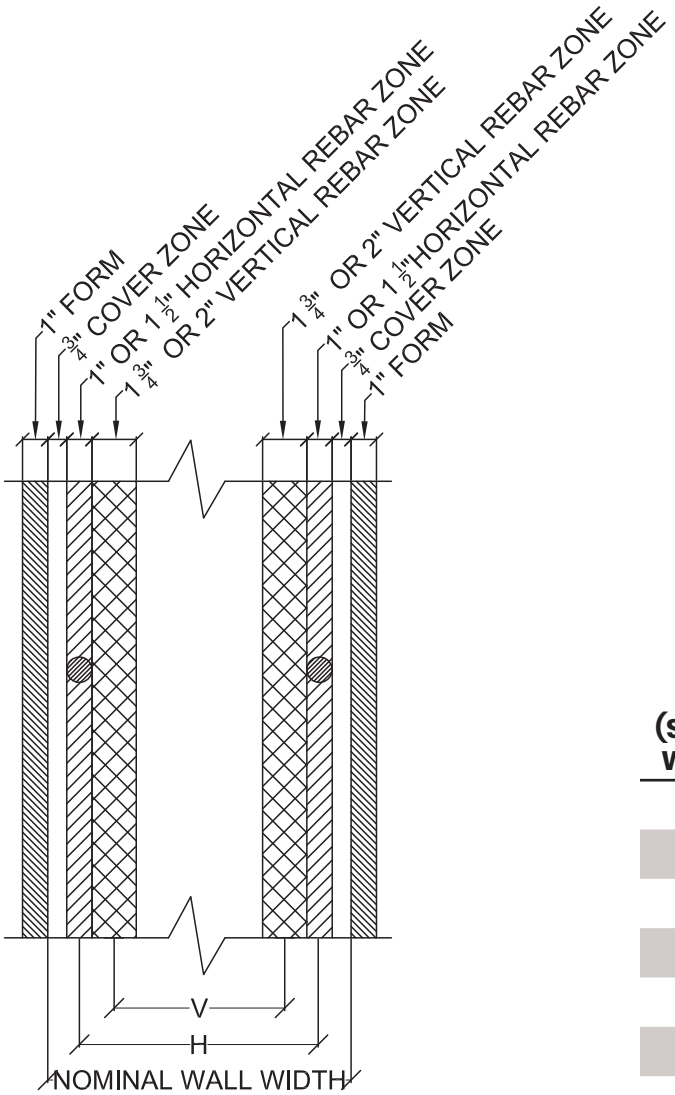

FIGURE 28 – REINFORCING ZONES
Due to restrictions imposed by the internal form structure, the first piece of longitudinal reinforcement for each wall will occur approximately 7" from the corner of the core (or edge of shear wall). The specifying professional must take this into consideration during their design. Required area of rebar will be maintained, though exact spacing may vary (i.e. for an 8" o.c. specified spacing, some reinforcing bars may be spaced slightly closer or slightly further than 8" o.c.). Spacing of longitudinal reinforcement measured along a line parallel to the wall will not vary from the specified spacing by more than +/- 3". Longitudinal reinforcement may move freely in its wire alignment pocket during construction. The specifying professional must take this into account during design of the wall for out-of-plane loads. Reference Figure 28 and Table 12 for more information on typical reinforcing zones.
3. Horizontal bars larger than #8 will encroach on the vertical rebar zone in Figure 28, this reduced vertical rebar zone must be considered with specifying the rebar mat.
4. Spacing should be specified to the nearest 1” increment (i.e. a maximum spacing of 9-1/2” should be specified as 9”). Some bar sizes are not practical for all nominal wall thicknesses due to fit up of the bend diameters at the corners. Reference table 13 for maximum horizontal reinforcing bar size per wall thickness. Horizontal bars larger than #8 will encroach on the vertical rebar zone in Figure 28, this reduced vertical rebar zone must be considered with specifying the rebar mat.